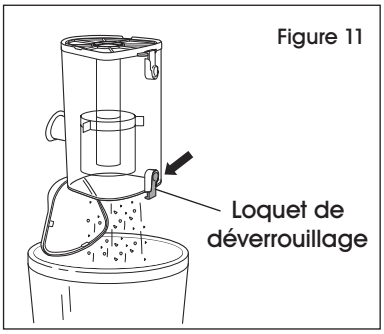

Figure 11
3. Retournez le bac à poussière. Appuyez sur le loquet de déverrouillage sur le dessus pour accéder au filtre à poussière et nettoyer la poussière et les débris accumulés comme requis. (Voir Figure 11)